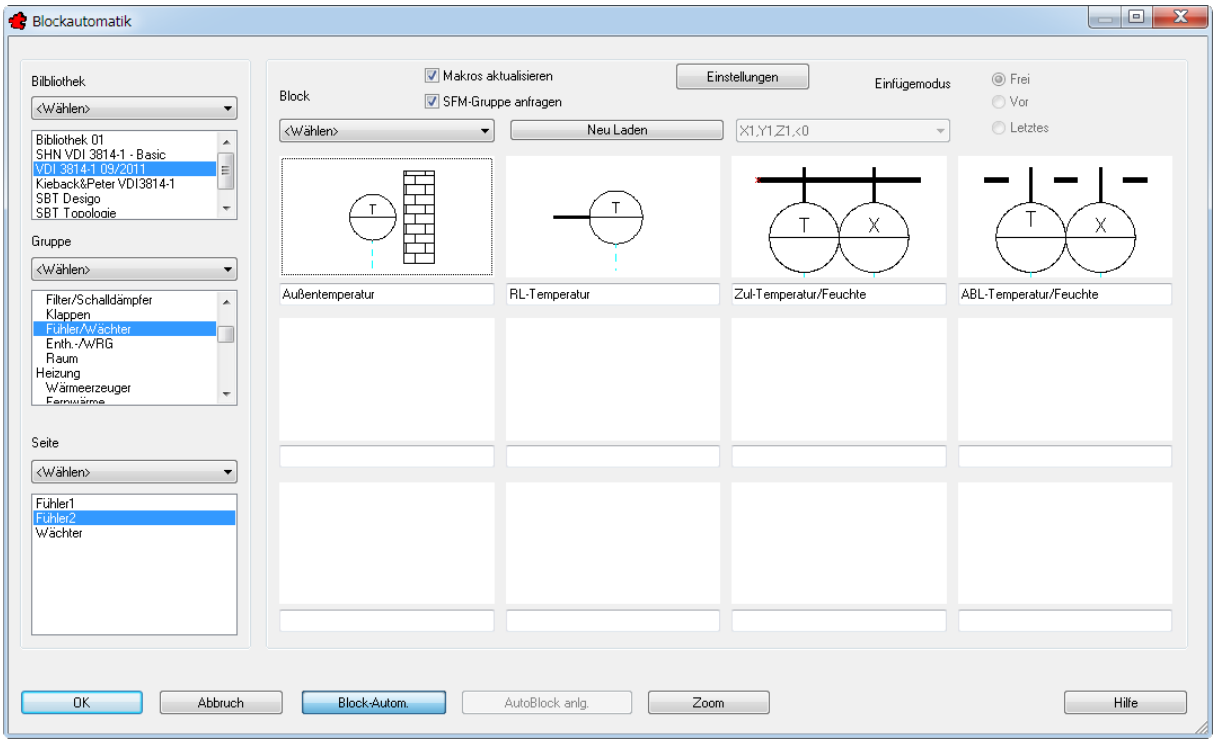

Bild 28.1 – Die Blockverwaltung im Modus *Blockautomatik*
- Eine Teilanlage erstellen Sie mit der *Blockautomatik*. Dies ist ein spezieller Modus der Blockverwaltung mit eigener Schaltfläche im Werkzeugkasten *TRIC_Standard* (Abb. 28.1).